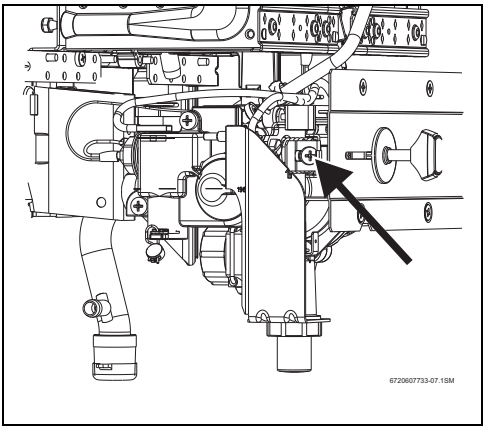

Рис. 13 Винт регулировки мин. расхода газа
- При помощи регулировочного винта (рис. 13) отрегулировать давление по таблице 7.